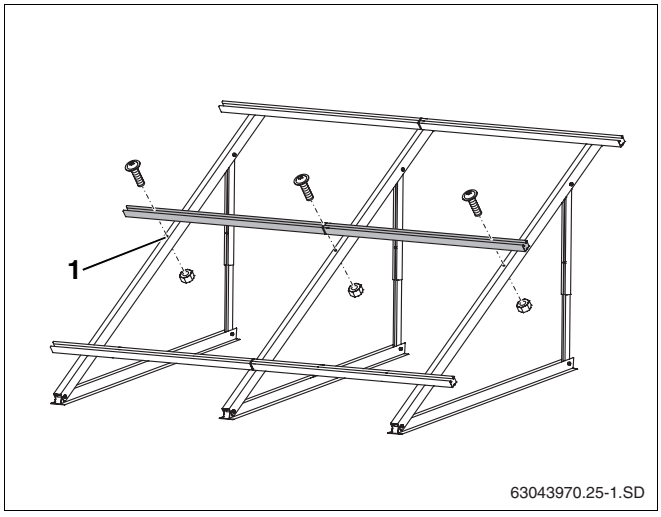

Afb. 35 Bijkomende profielrails monteren
- Bevestig de bijkomende profielrails zoals beschreven in hoofdstuk 5.5.2 "Profielrails monteren", in het middenste gat van het profiel (afb. 35, **pos. 1**).